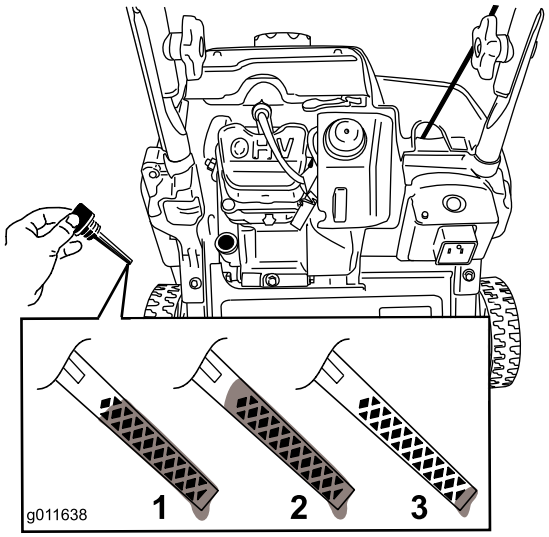

Rysunek 13
8. Aby ustalić prawidłowy poziom oleju na wskaźniku, patrz Rysunek 13.
Informacja: Napełniaj olejem skrzynię korbową silnika do momentu uzyskania prawidłowego poziomu oleju na wskaźniku, jak pokazuje Rysunek 13. Jeśli wlejesz zbyt dużo oleju do silnika, usuń nadmiar zgodnie z opisem w punkcie Wymiana oleju silnikowego.